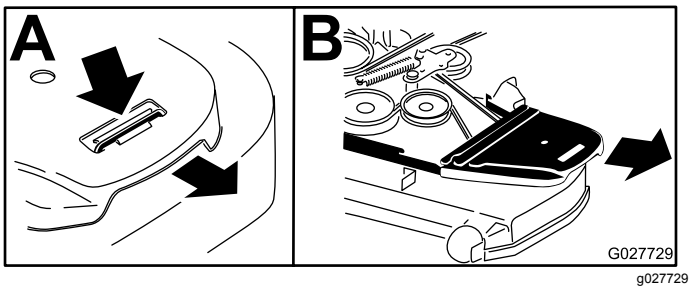

Figur 90
6. Ta bort remkåporna (Figur 90).